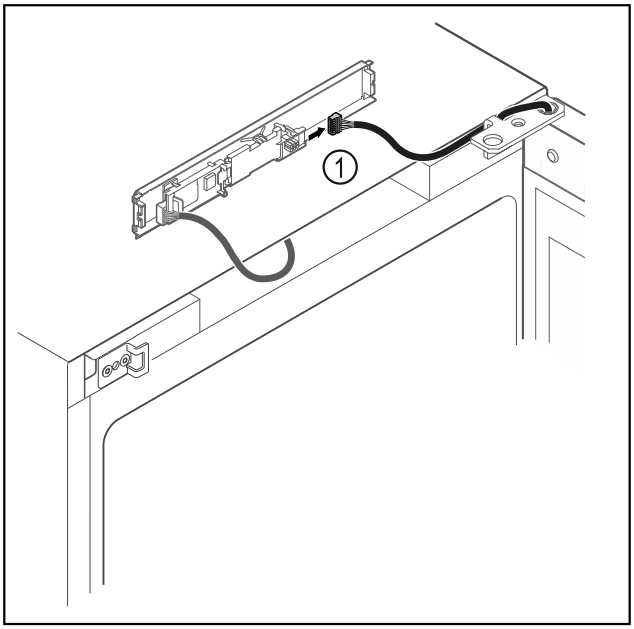

*Fig. 8*
▶ Scoateți fișa *Fig. 8 (1)* de la placa electronică.